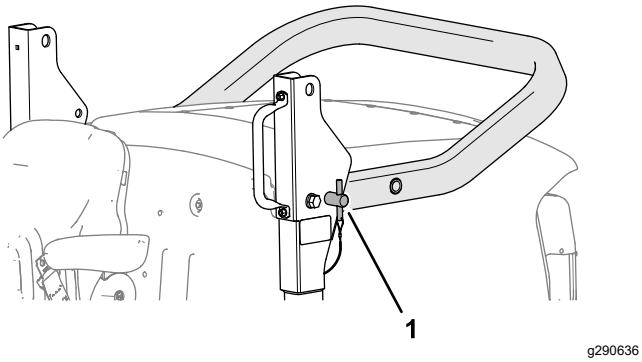

Figur 21
5. Sett inn veltebøyleboltene i de nedre hullene i svingbrakettene (Figur 21).